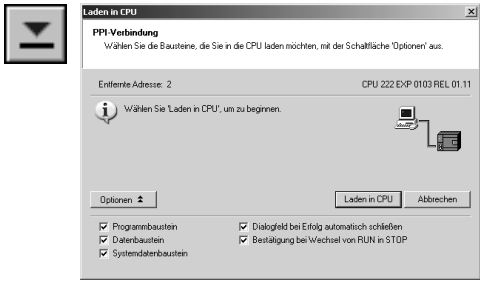

Bild 2-11 Laden des Programms
1. Klicken Sie in der Funktionsleiste auf das Symbol ”Laden in CPU” oder wählen Sie den Menübefehl **Datei > Laden in CPU**, um das Programm zu laden (siehe Bild 2-11).